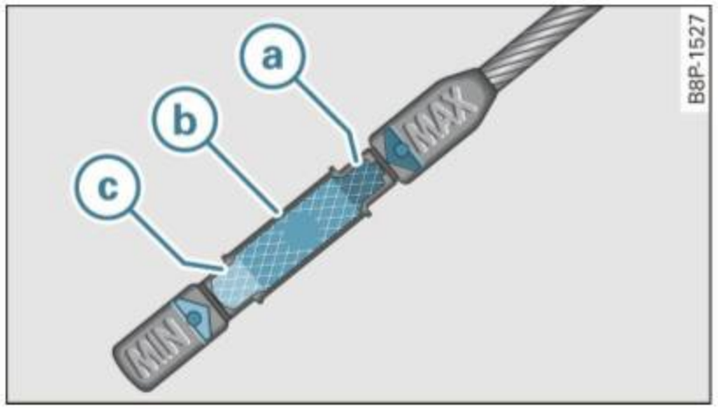
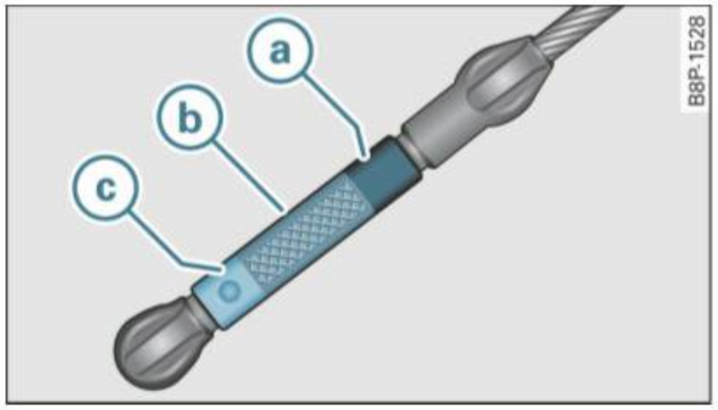

Fig. 166 Dipstick (Version A): Oil level ranges
Fig. 167 Dipstick (Version B): Oil level ranges
- Pull it back out and read off the oil level ⇒ fig. 166 or ⇒ fig. 167. Top off the engine oil, if applicable ⇒ *page 230*.